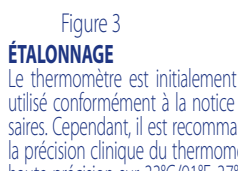
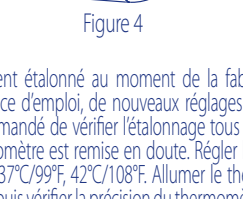

Figure 3
Figure 4
2. Retirer la vis de sécurité à l'aide d'un petit tournevis comme indiqué sur la Figure 3 ; Retirer le couvercle de les piles comme indiqué sur la Figure 4.